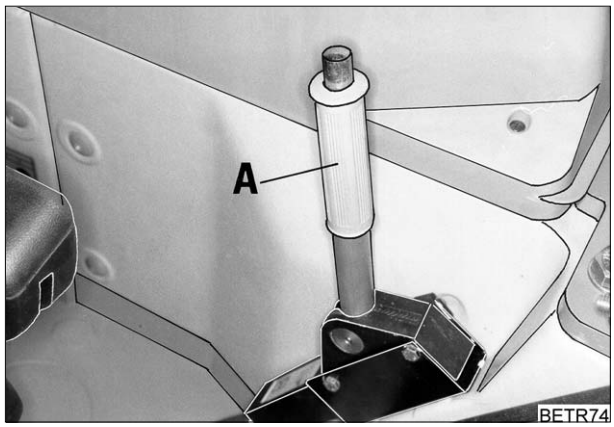

Rys.111
- Dźwignią (OBSŁUGA Rys. 111) zluzować ryglowanie.
- Pokrętło (B) ustawić w pozycji "0".
- Włącznik (C) szybkiego unoszenia na "regulację".
- Zaczep Hitch opuścić pokrętłem (B).